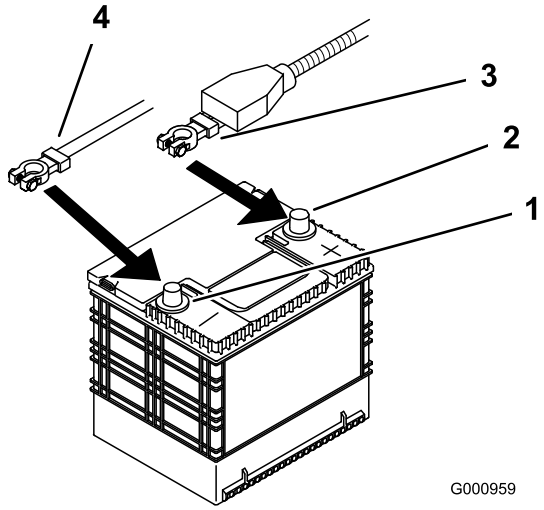

Figur 50
4. Ta den negative batterikabelen av den negative (–) batteripolen (Figur 50).
5. Skyv den røde polhetten av den positive (røde) batteripolen. Fjern deretter den positive (røde) kabelen (Figur 50).
4. Fest kablene med to bolter (1/4 x 3/4 tommer), to skiver (1/4 tommer) og to mutrer (1/4 tommer) (Figur 50).